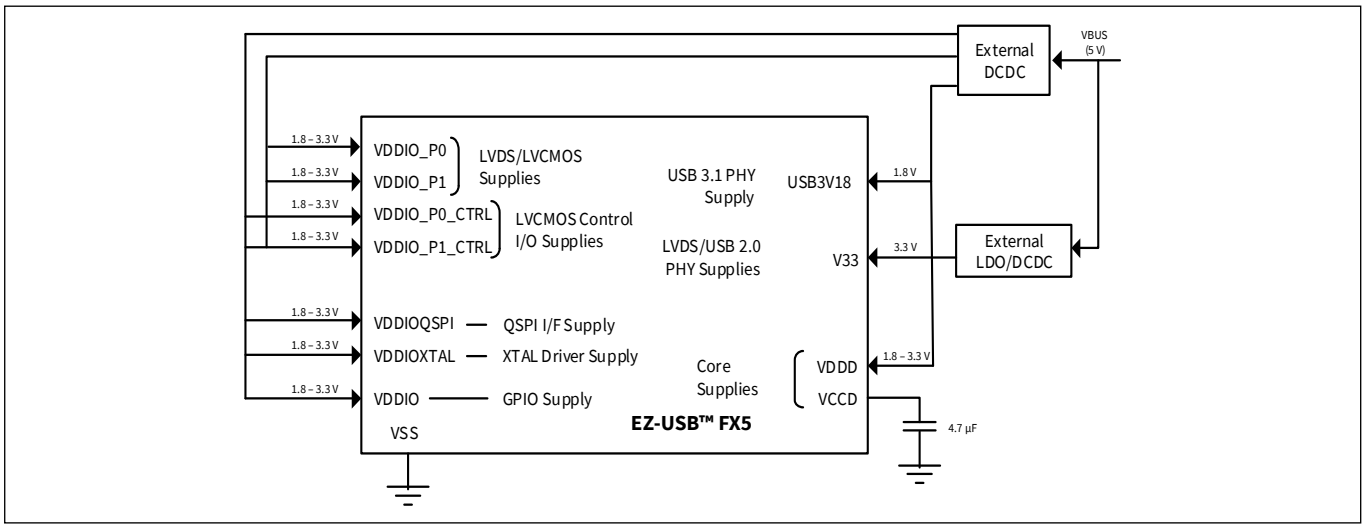

Figure 7 Power system requirement block diagram
Figure 7 shows the power system requirements for power pins for all supported packages.
9. The power specification includes the total power consumed by all the rails (see **Figure 7**).
10.The power specification includes the total power consumed by all the rails (see **Figure 7**).